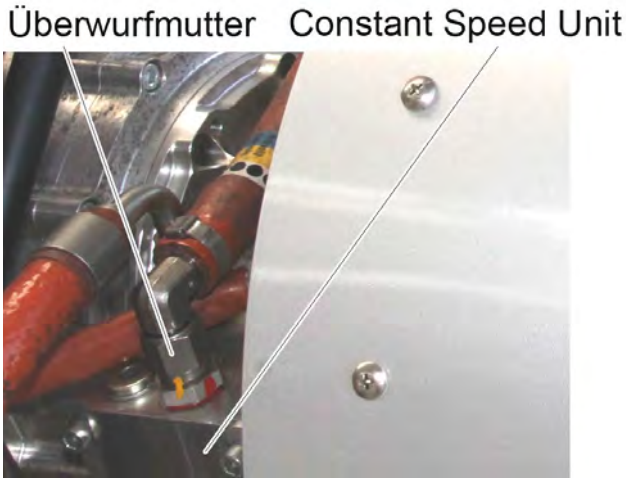

Bild 24
21. Die Schlauchleitung mit Hilfe der Überwurfmutter an der Constant Speed Unit (CSU) befestigen und mit dem vorgeschriebenen Anzugsmoment anziehen. Siehe Bild 24.